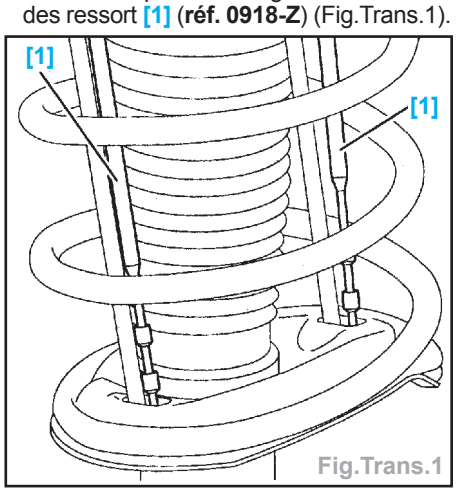

Fig.Trans.1
- Mettre en place les tiges de maintien des ressort [1] (**réf. 0918-Z**) (Fig.Trans.1).
- Déposer les tiges de maintien des ressorts [1] (Fig.Trans.1).